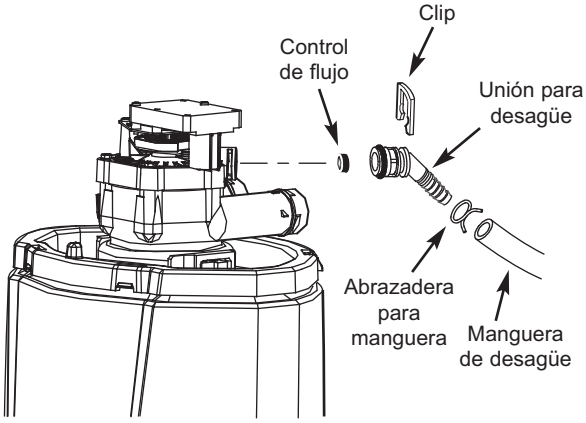

FIG. 25
1. Retire el clip que sujeta el accesorio para desagüe a la válvula (Vea la Fig. 25).